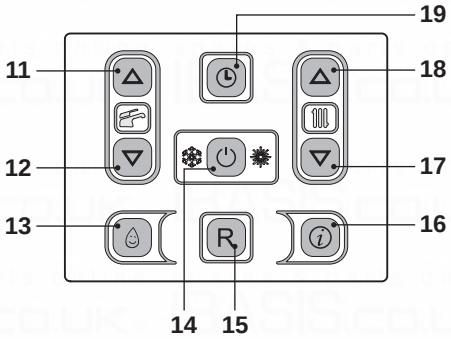
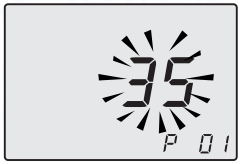

Fig. 7.50
Fig. 7.51
- Enter the ”programming mode” by pressing keys 14 - 17 - 18 (Fig. 7.50) for 10 seconds at the same time until the letters **P01** are displayed on the LCD display and the value of the parameter (36=Activ A Plus 30C or 37=Activ A Plus 35C), indicating that ”parameter 01” (Fig. 7.51) has been activated.
- Press keys 11 or 12 to change the value and confirm the value of the parameter with key 14.
- Press keys 17 or 18 (Fig. 7.50) to exit without changing the value.